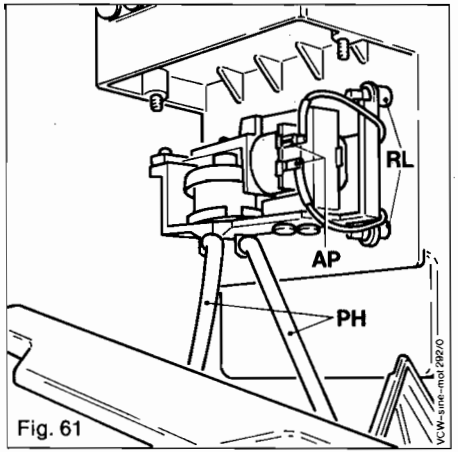

Fig. 61
14.9.4 Change of diaphragm pump (Fig. 61)